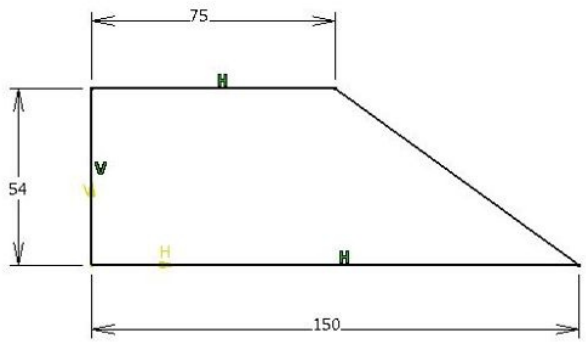

Figure 5-70 *The sketch of the base feature*
a. Start a new file in the **Part** workbench, draw the sketch of the base feature on the xy plane, and then extrude the sketch to the required distance using the **Pad** tool; refer to Figures 5-70 and 5-71.
3. Draw the sketch, as shown in Figure 5-70, and exit the **Sketcher** workbench.